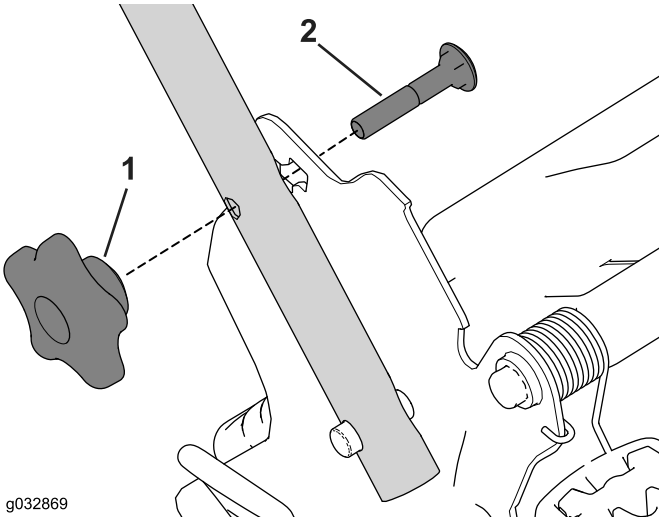

Rysunek 6
4. Włóż śrubę podsadzaną (z łbem śruby skierowanym do środka) przez dolny lub górny kwadratowy otwór we wsporniku uchwytu i przez górny otwór w końcówce uchwytu (Rysunek 6).